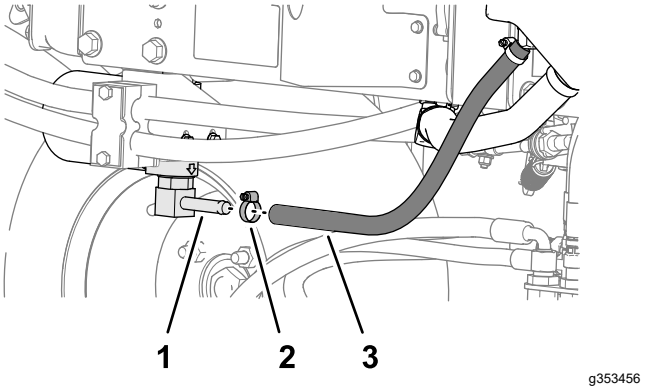
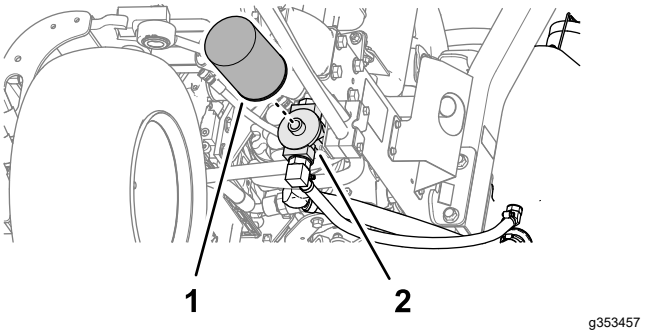

Figur 89
Figur 90
2. Koppla bort hydraulslangen (Figur 89) eller avlägsna hydraulfiltret (Figur 90) och låt hydraulvätskan rinna ned i ett avtappningskärl.